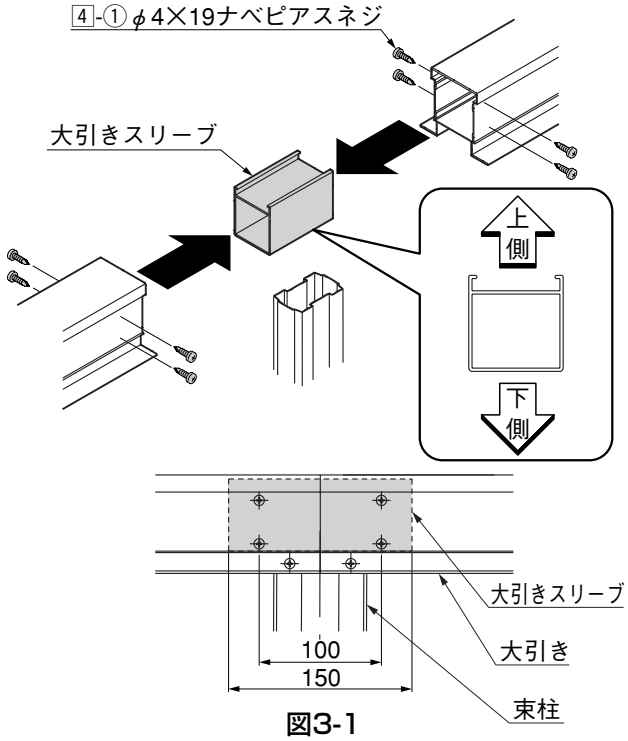

図3-1
- 大引きの連結部は、束柱の中央上部で突き合わせて固定してください。（図3-1参照）